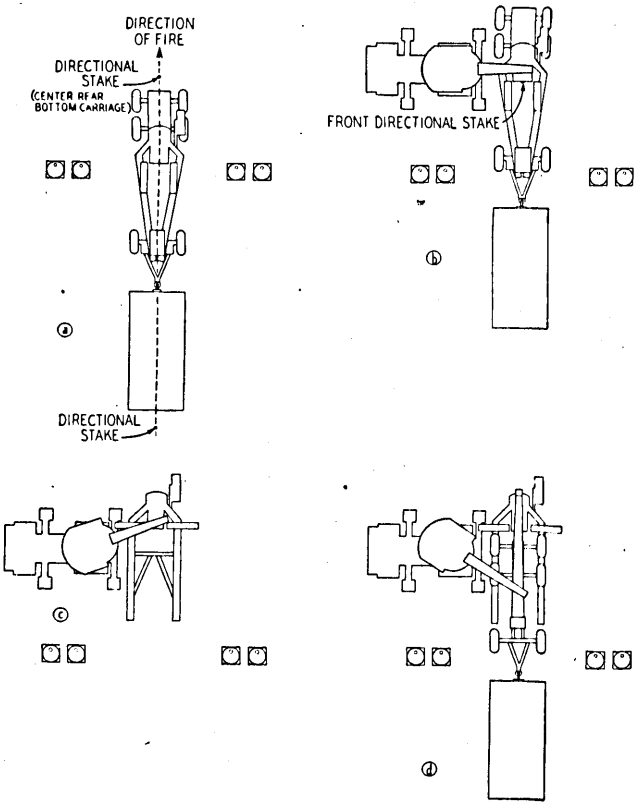

Figure 29. Special methods of emplacement (first method).
(1) *First method. (a)* Back the carriage transport wagon (spades removed) directly over the staked position in alignment with directional stakes. (See (a), fig. 29.)
(b) Place the crane in position so that the boom is over the center of the crane truck when midway between the point at which it lifts the tube and the point at which it places the tube upon the carriage. The rear of the crane must be close (6 inches) to the carriage position to avoid excessive boom angles. (See (b), fig. 29.)
(c) Using the crane, lift the carriage sufficiently to permit withdrawal of the carriage transport wagon. The left platform is swung to the left limit of its movement. Lower the carriage into the required position (about 3 inches from the crane truck pintle) and set the trails parallel. Care must be taken that the platform clears the crane truck. (See (c), fig. 29.)
(d) Use the prime mover of the cannon transport wagon, coupled by the front pintle, to push the cannon transport wagon up the trails. (See (d), fig. 29.)